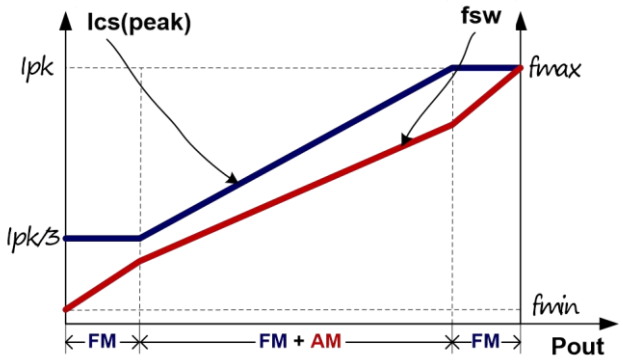

图 4
为了满足平均系统效率和空载功耗的严格要求，CM2593 采用了调频 (FM) 和调幅 (AM) 混合，如图 4 所示。